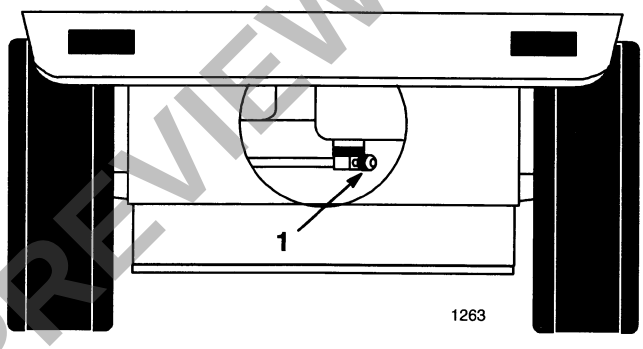

Figure 26
2. Close fuel shut–off valve at fuel tank (Fig. 26).